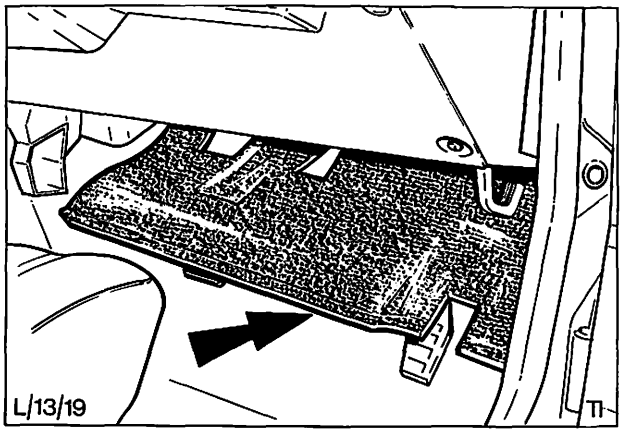

Abb. 64 Untere Instrumententafelabdeckung
16. Untere Instrumententafelabdeckung montieren, Abb. 64.